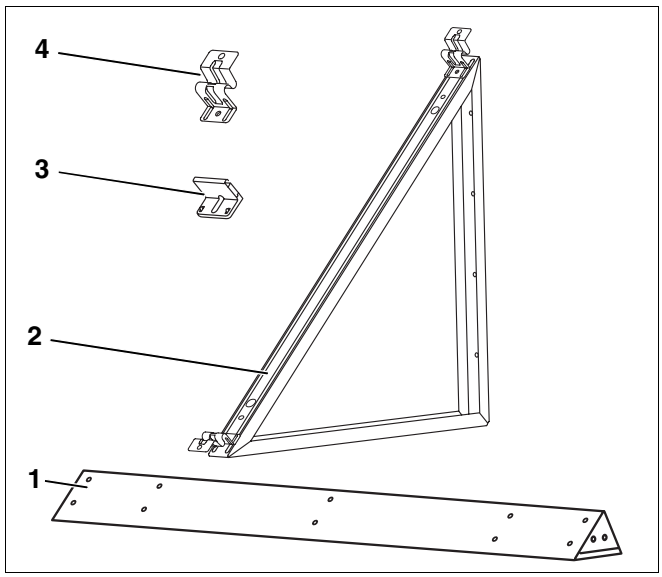

Afb. 5 Staander voor gevel 45°
4.2.3 Montageset staander voor gevel 45° – afb. 5